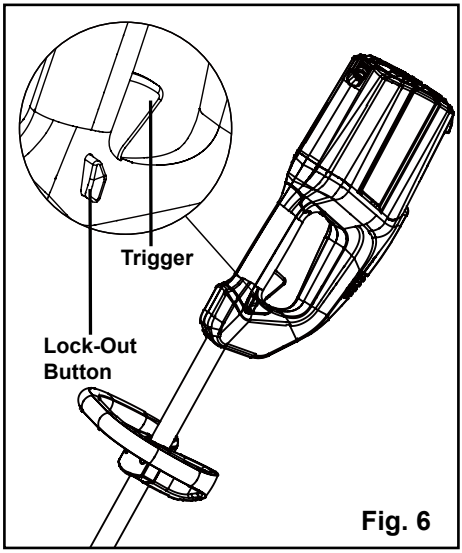

Fig. 6
- Press and hold the lock-out button (Fig. 6).